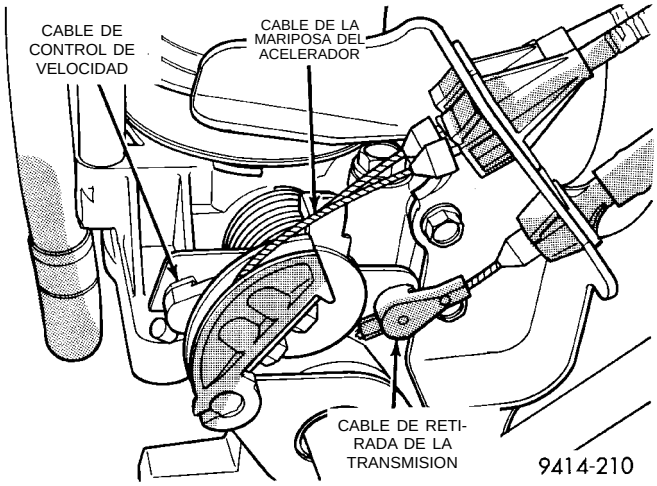

Fig. 56 Cable de la mariposa del acelerador—Transmisión automática
(4) Verifique que el cable de la mariposa del acelerador funcione libremente (Fig. 56).